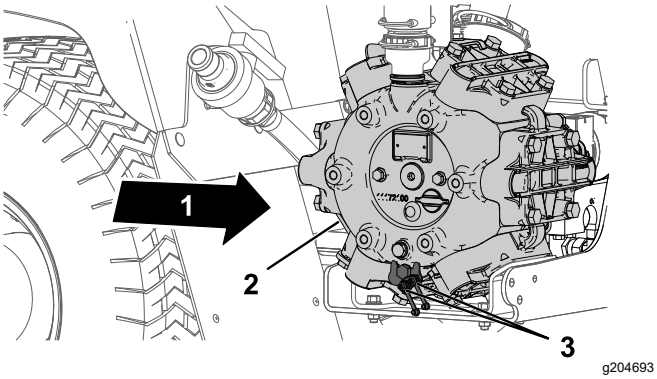

Figuur 67
1. Veeg de 2 uitwendige smeernippels schoon (Figuur 67).
2. Pomp vet in de uitwendige smeernippel (Figuur 67).